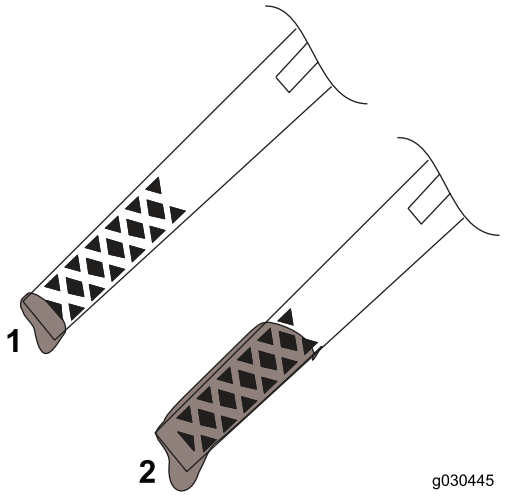

Рисунок 17
- Если уровень масла находится ниже отметки Add (Добавить) на щупе (Рисунок 17), долейте масло. См. Замена масла в двигателе (страница 16)
- Если уровень масла находится выше отметки Full (Полный) (Рисунок 17), слейте излишек масла, чтобы довести его уровень до метки Full (Полный) на щупе; см. Замена масла в двигателе (страница 16).